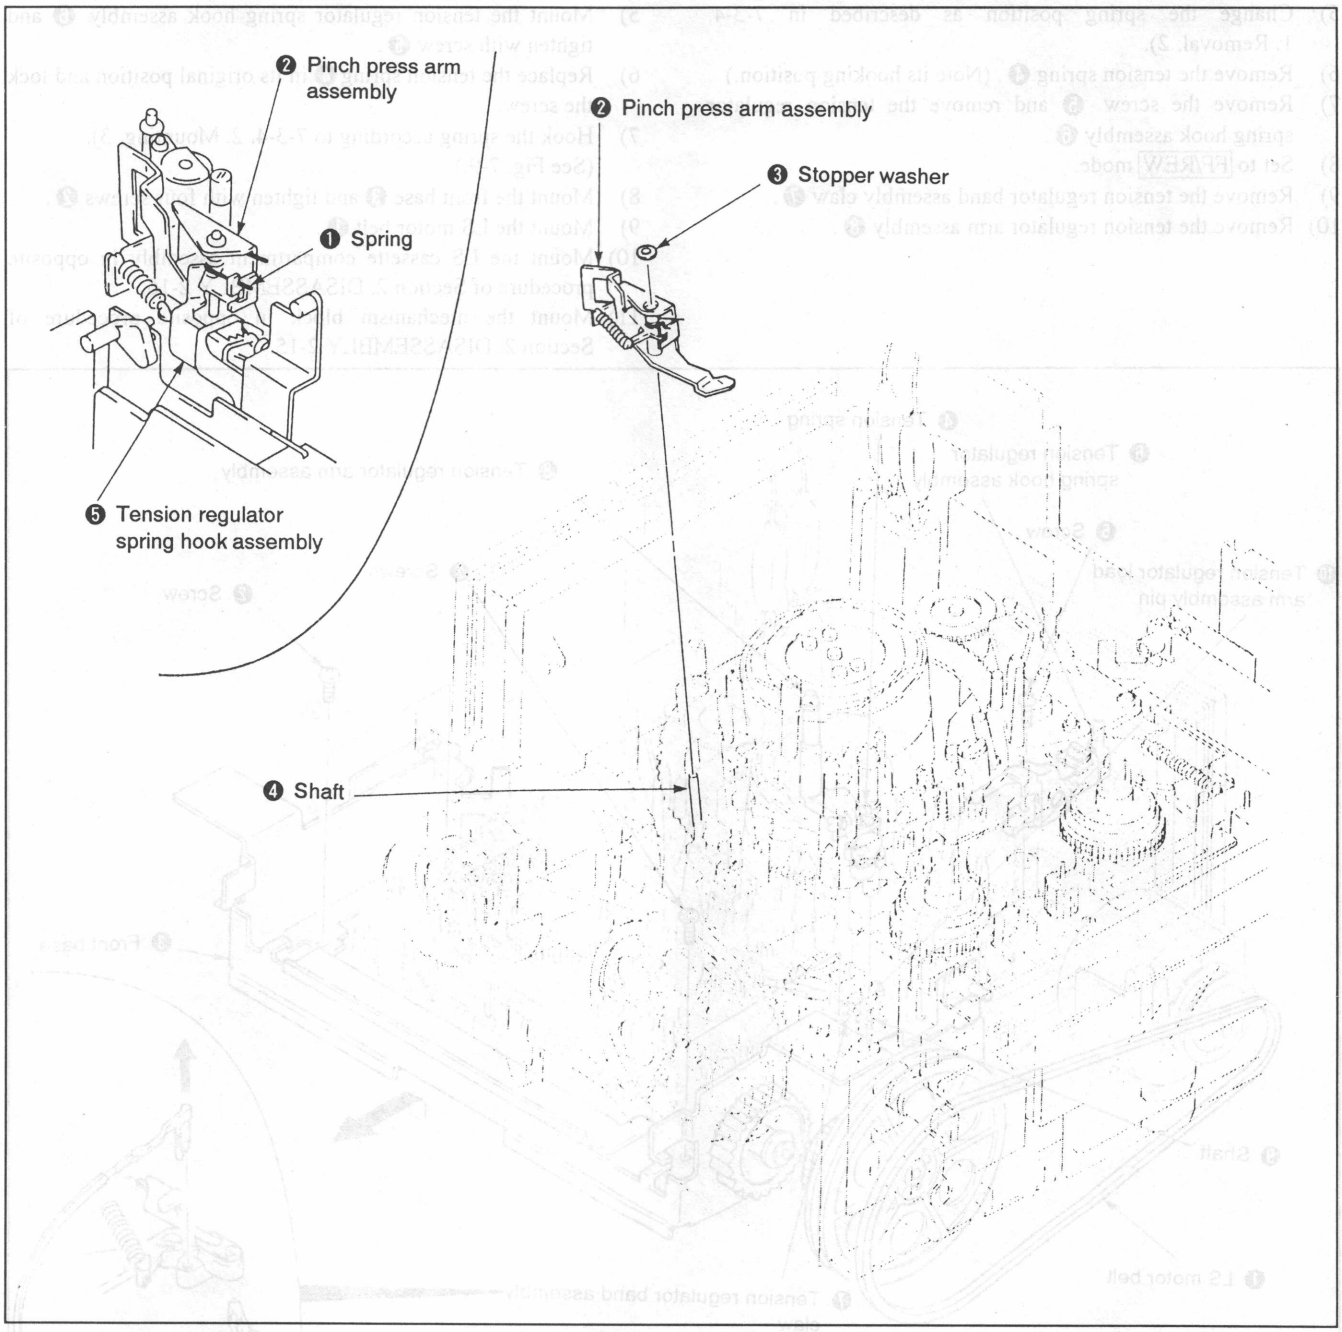

Fig. 7-9.
1. Removal (See Fig. 7-9.)
2. Mounting (See Fig. 7-9.)
1) Put a half drop of oil on the shaft ❾.
2) Mount the tension regulator arm assembly ❽, inserting the tension regulator load arm assembly pin ❿ in the tension regulator arm assembly ❽ cam groove (on the back).
3) Mount the tension regulator band assembly claw ❼. (Do not touch the band or change its shape.)
5) Mount the tension regulator spring hook assembly ❻ and tighten with screw ❺.
6) Replace the tension spring ❹ in its original position and lock the screw.
7) Hook the spring according to 7-3-4. 2. Mounting, 3). (See Fig. 7-9.)
8) Mount the front base ❸ and tighten with four screws ❷.
9) Mount the LS motor belt ❶.